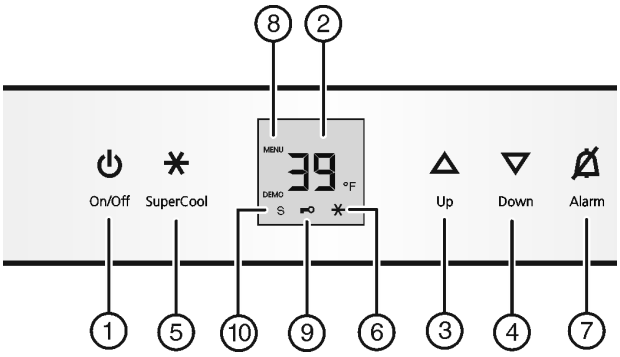

Fig. 3
▶ Pulse la tecla On/Off *Fig. 3 (1)*.
▶ Activación del modo de ajuste: pulse la tecla SuperCool *Fig. 3 (5)* durante 5 seg. aproximadamente.
▷ La tecla SuperCool *Fig. 3 (5)* parpadea.
▶ Utilice la tecla de ajuste Up *Fig. 3 (3)*/ la tecla de ajuste Down *Fig. 3 (4)* para seleccionar °.
▶ Confirmación: Pulse la tecla SuperCool *Fig. 3 (5)* brevemente.
▶ Utilice la tecla de ajuste Up *Fig. 3 (3)*/ la tecla de ajuste Down *Fig. 3 (4)* para seleccionar °F o °C .
▶ Desactivación del modo de ajuste: Pulse la tecla On/Off *Fig. 3 (1)*.
▶ Activar el modo de ajuste: pulse la tecla SuperCool *Fig. 3 (5)* durante aprox. 5 s.
▷ El símbolo de menú *Fig. 3 (8)* se ilumina.
▶ Utilice la tecla de ajuste Up *Fig. 3 (3)* y la tecla de ajuste Down *Fig. 3 (4)* para seleccionar **c**.
▶ Pulse brevemente la tecla SuperCool *Fig. 3 (5)* para confirmar.
▶ Para activar el bloqueo contra la manipulación por niños, pulse brevemente la tecla SuperCool *Fig. 3 (5)*.
▷ El símbolo del bloqueo contra la manipulación por niños *Fig. 3 (9)* se ilumina. En el indicador parpadea **c**.
▶ Para desactivar el bloqueo contra la manipulación por niños, pulse brevemente la tecla SuperCool *Fig. 3 (5)*.
▷ El símbolo del bloqueo contra la manipulación por niños *Fig. 3 (9)* se apaga. En el indicador parpadea **c**.
▶ Desactivar el modo de ajuste: pulse la tecla On/Off *Fig. 3 (1)*.
▶ Pulse la tecla Alarm *Fig. 3 (7)*.
▷ El símbolo de menú *Fig. 3 (8)* se enciende.
▶ Para activar la función del modo de Sabbath: Pulse brevemente la tecla SuperCool *Fig. 3 (5)*.
▶ **Para activar** el modo Sabbath, pulse brevemente la tecla SuperCool *Fig. 3 (5)*.
▶ **Para desactivar** el modo Sabbath, pulse brevemente la tecla SuperCool *Fig. 3 (5)*.
▷ En el indicador de temperatura aparece el símbolo del modo Sabbath *Fig. 3 (10)* mientras el modo Sabbath esté activo.